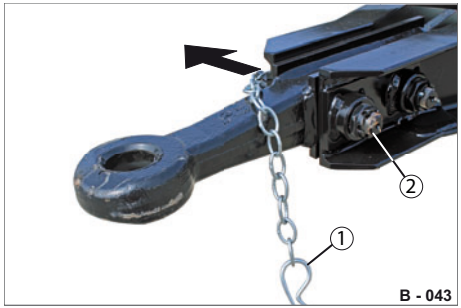

Abb. 40 Befestigung lösen
- ▶ Ziehen Sie den Federstecker (Abb. 40/1) aus der Befestigungsschraube (Abb. 40/2) heraus.
- ▶ Schrauben Sie die Befestigungsschraube (Abb. 40/2) ab und ziehen Sie diese komplett heraus.